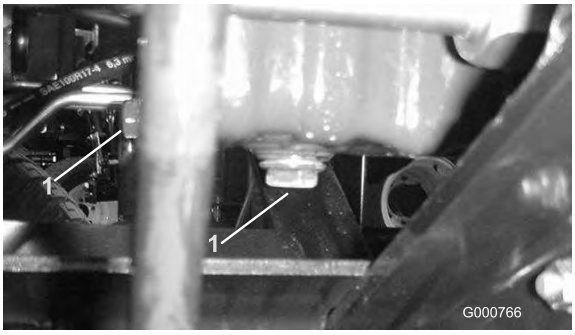

Figura 56
1. Retire o bujão de dreno (Figura 56) e deixe o óleo escorrer para um recipiente adequado. Quando o óleo parar, volte a montar o tampão de escoamento.